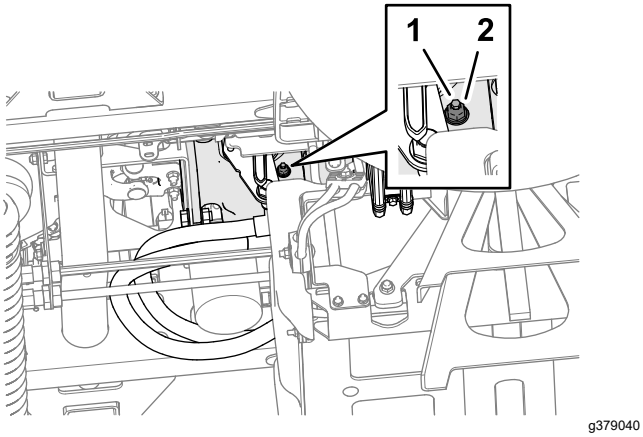

Figuur 106
3. Draai vanaf de onderkant van de machine en aan de rechterkant van de tractiepomp de borgmoer los waarmee de schroef voor het instellen van de terugkeer naar de neutraalstand is bevestigd (Figuur 106).